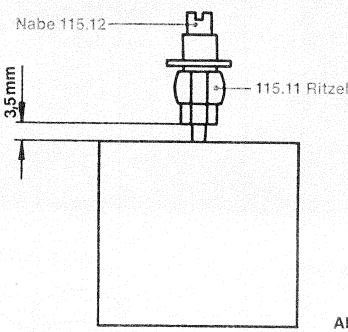

Abb. 9
- Ritzel **115.11** (Abb. 9) mit Nabe von der Motorachse abziehen und auf die neue Motorachse aufpressen.
Einstellung (Abb. 9)